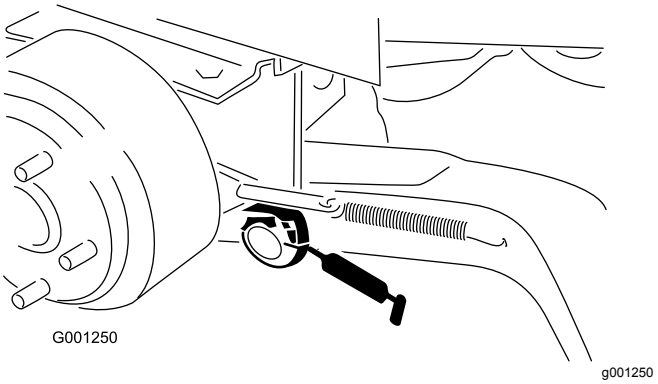

Figur 35
- Løftearmtapphylser (Figur 35)